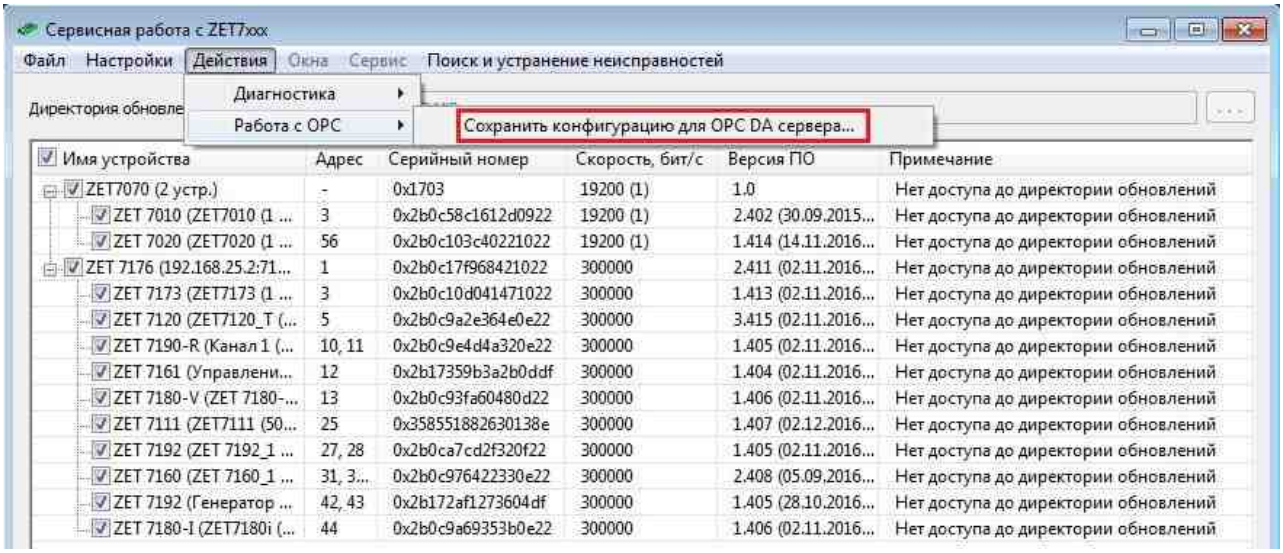

Рис.8.2 Опция «Сохранить конфигурацию для OPC DA сервера…»
2. На панели управления в меню «Действия» – «Работа с OPC» необходимо активировать опцию «Сохранить конфигурацию для OPC DA сервера…» (*Рис.8.2*).